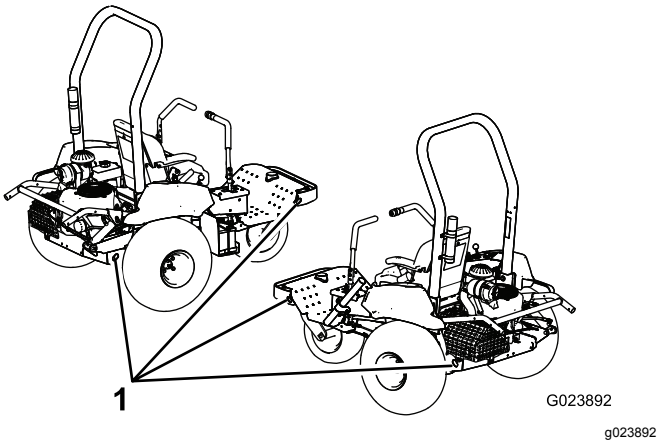

**Figur 30**
5. Brug maskinens bindepunkter (Figur 30) til at fastgøre maskinen på transportkøretøjet med stropper, kæder, kabler eller reb.